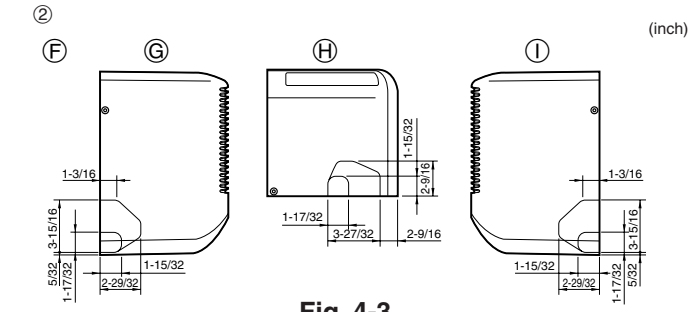

Fig. 4-3
② Determine the position of the knockout holes on the unit body (Fig. 4-3)